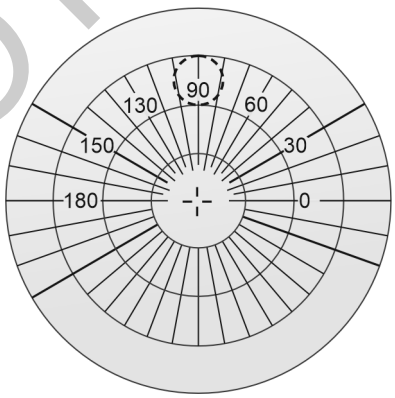

Fig. 4.11: Prism shifts the star burst circular ring position.
- If the lens is ground with prism, it may be impossible to center the target within the reticle. Mark a dot at the point where the patient's interpupillary distance coincides. Align this dot at the center of the reticle. Read the position of the star burst circular ring with respect to the number of circle in the reticle. Each circle denotes one diopter of prism **(Fig. 4.11)**.